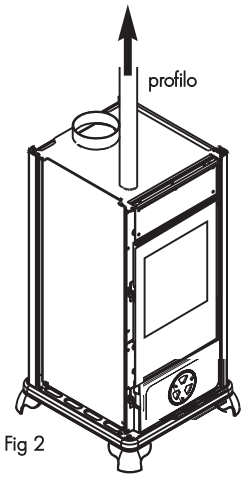

Fig 2
- sfilare il profilo anteriore dalla propria sede, sollevandolo come da fig 2